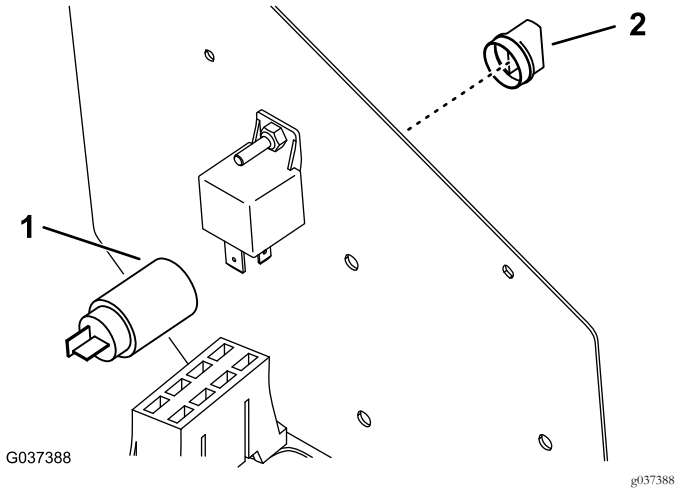

**Figuur 11**
7. Verwijder de plug aan de zijkant van het bedieningspaneel (Figuur 11).